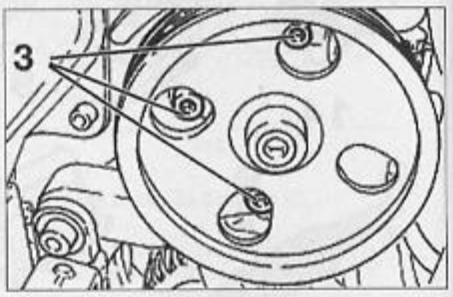

FIG. 9
• Déposer les vis de fixation arrière (2) de la pompe de direction assistée.
• Déposer les vis de fixation avant (3) de la pompe de direction assistée, puis la déposer **(Fig.9)**.